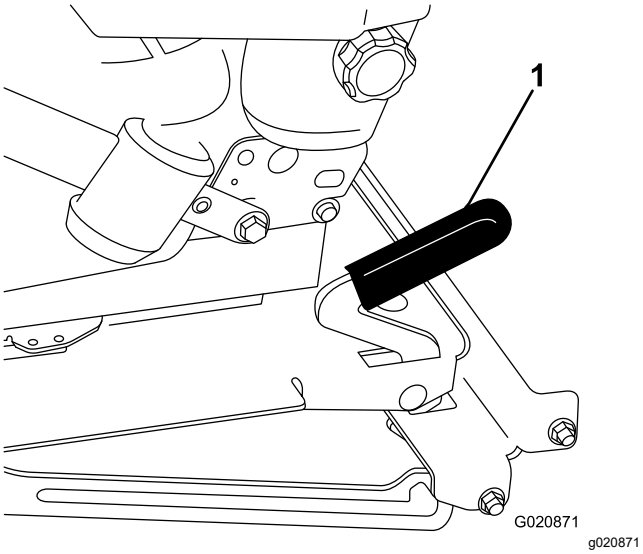

Figur 17
2. Dra sätesspärren framåt och lyft uppåt för att lossa sätet (Figur 17).